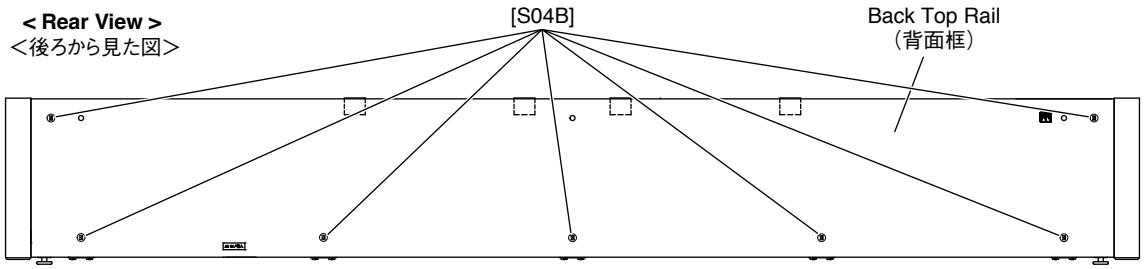

Fig.13（図 13）
15-2 Remove the seven (7) screws marked [S04B]. The back top rail can then be removed. (Fig.13)
15-2 [S04B] のネジ 7 本を外し、背面框を外します。(図 13)